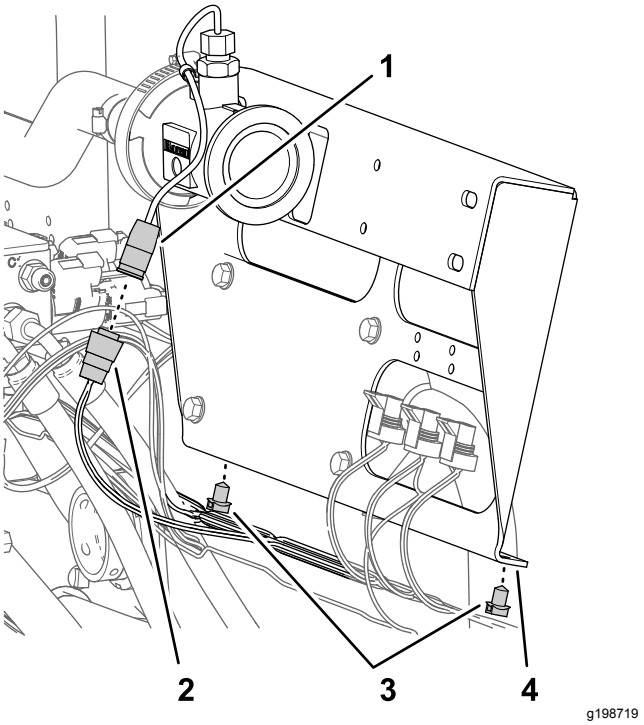

Rysunek 70
1. Odłącz złącze 3-stykowe gniazdowe wiązki przewodów maszyny oznaczone PRZEPŁYWOMIERZ od złącza 3-stykowego przepływomierza (Rysunek 70).
2. Wyjmij 2 łączniki wciskane wiązki przewodów maszyny od kołnierza dolnego wspornika zaworu sekcji (Rysunek 70).